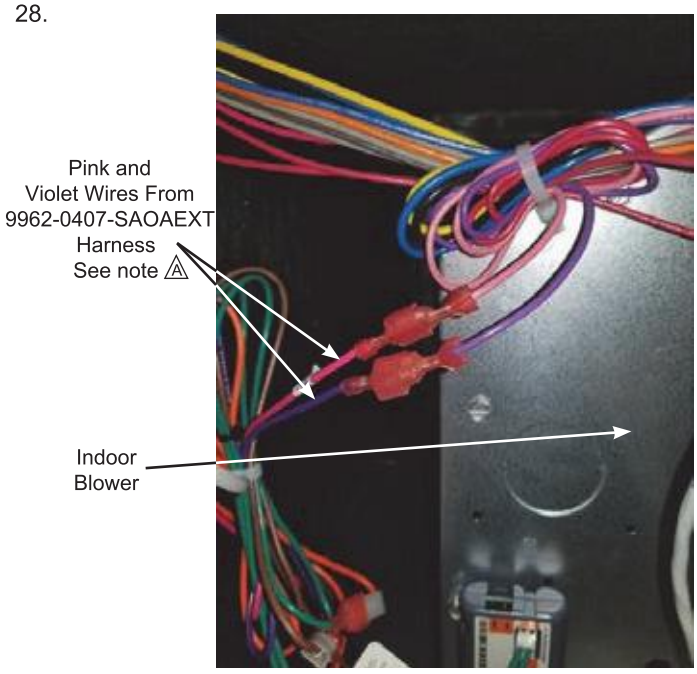

Figure 26 – Connect Pink and Violet Wires in Indoor Blower Section
Step 34: Connect the pink and violet wires from the 4-wire 9962-0407-SAOAEXT harness to the pink and violet terminals in the wire bundle in the indoor blower section. See Figures 26 and 28.